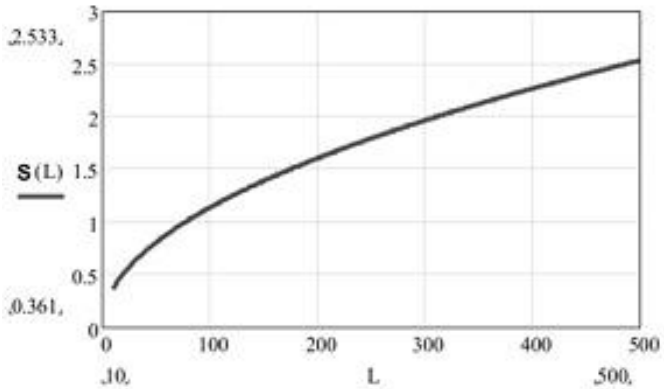

Рис. 4.2
4.1.3 Максимальная ширина «S» ЧЗ на открытом участке зависит от расстояния между БПРД и БПРМ, определяется как ***S(L)*** по ориентировочному графику (см. рис. 4.2) при L равном расстоянию между БПРД и БПРМ. Ширина ЧЗ на конкретном отрезке определяется по тому же графику, но при L равном удвоенному расстоянию до ближайшего блока. На графике обозначено: *L* –расстояние между БПРД и БПРМ (ось абсцисс); ***S(L)***–ширина ЧЗ в середине участка.
4.1.4 При выборе высоты установки необходимо учесть, что при приближении к БПРД (БПРМ) вдоль оси, ЧЗ «сужается» как показано на рис. 4.2. БПРД и БПРМ размещаются на выбранной высоте (для приземного варианта размещения рекомендуется 0,5…1,4 м) от поверхности земли.